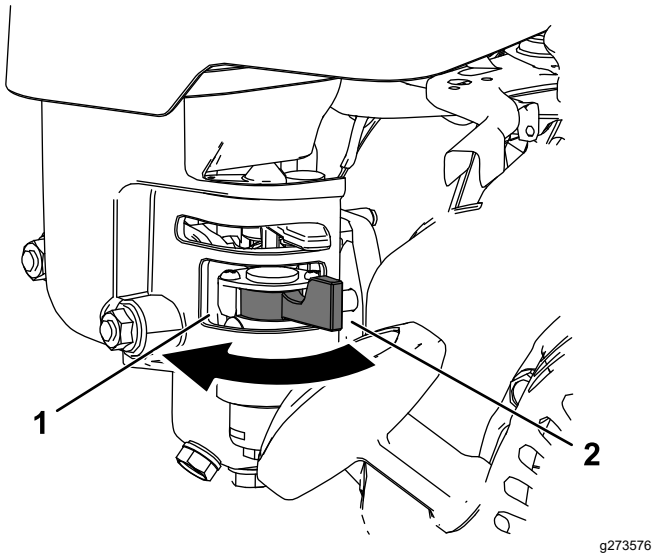

Figuur 18
- Om de brandstofafsluitklep te openen, draait u de hendel van de brandstofafsluitklep naar de handgreep van het startkoord (Figuur 18).
- Om de brandstofafsluitklep te sluiten, draait u de hendel van de brandstofafsluitklep weg van de handgreep van het startkoord (Figuur 18).